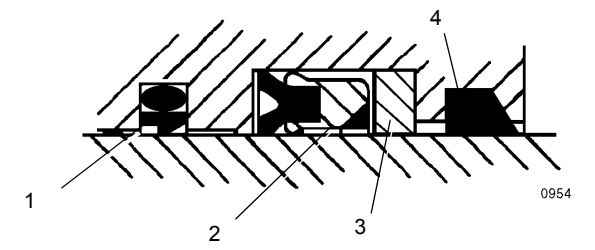

FIGURA 2-44
3. Instale o conjunto da vedação amortecedora e o anel de encosto na parte interna da cabeça Figura 2-44.